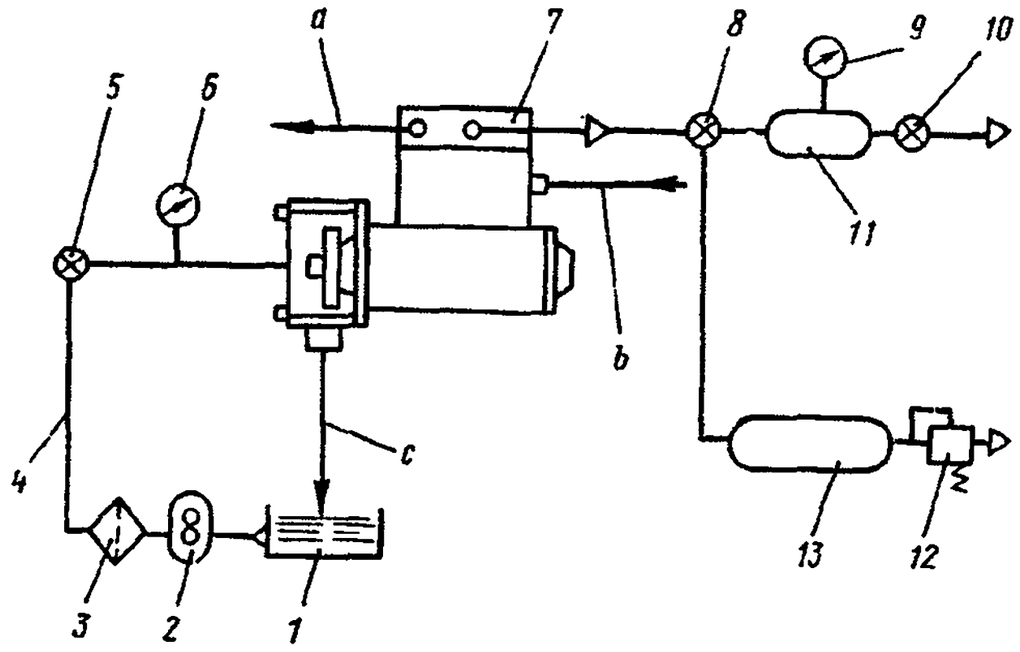

Рис. 299. Схема подключения компрессора:
1. Подключите компрессор по схеме, изображенной на рис. 299.